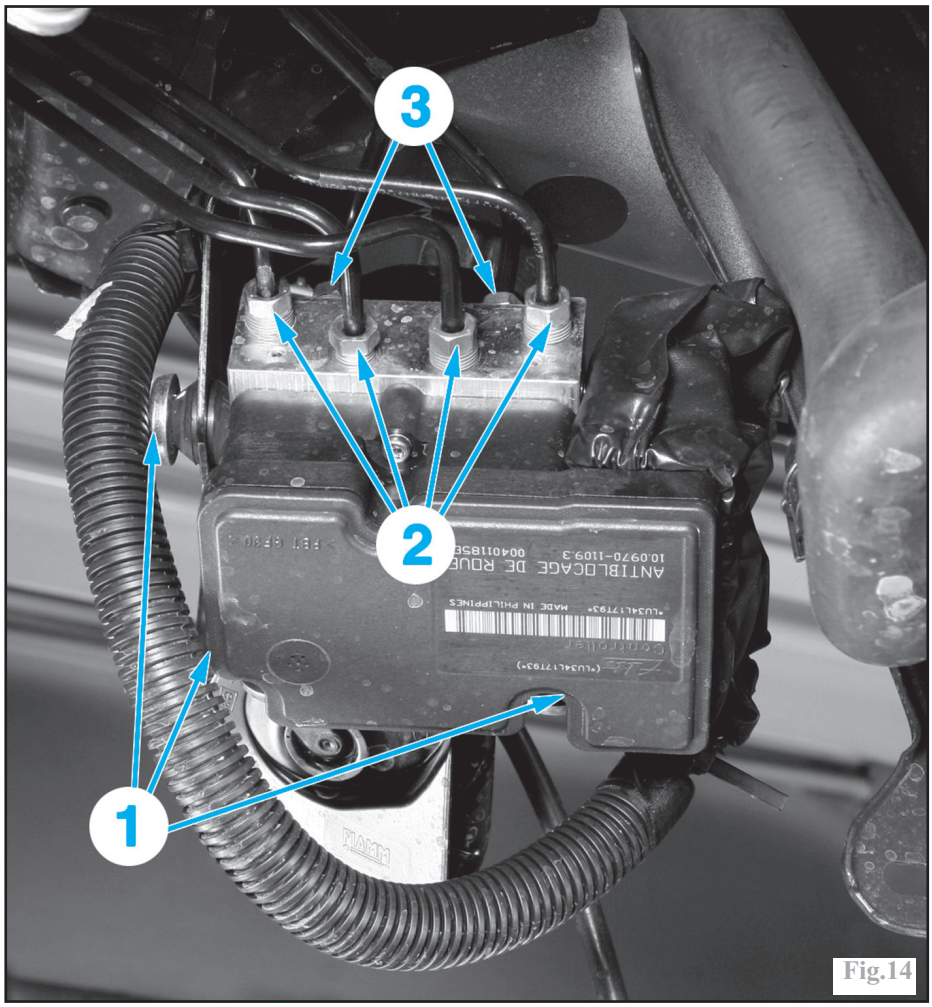

Fig.14
Déposer les écrous de fixation (1) du groupe hydraulique dans le passage de roue (Fig.14).